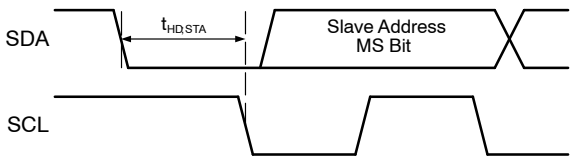

Figure 20. START Bit
Each bus transaction begins and ends with SDA and SCL HIGH. A transaction begins with a START condition, which is defined as SDA transitioning from 1 to 0 with SCL HIGH, as shown in Figure 20.
The protocols for High−Speed (HS), Low−Speed (LS), and Fast−Speed (FS) Modes are identical; except the bus speed for HS Mode is 3.4 MHz. HS Mode is entered when the bus master sends the HS master code 00001XXX after a START condition (Figure 20). The master code is sent in Fast or Fast−Plus Mode (less than 1 MHz clock); slaves do not ACK this transmission.
S	START, see Figure 20